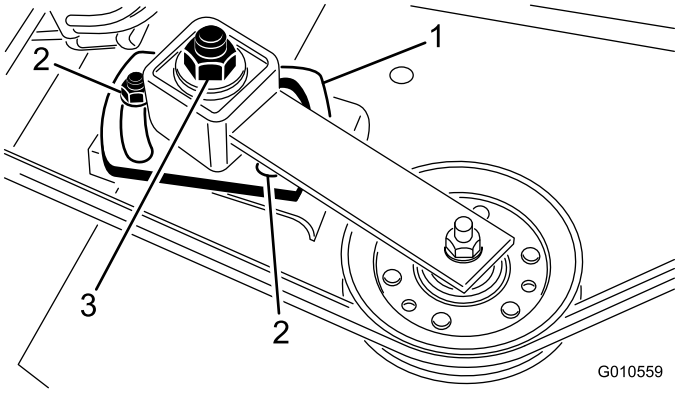

Figur 30
5. Stram justeringsmutteren for lederullen til 47–54 N·m ved hjelp av en pipe- og en momentnøkkel (Figur 30).